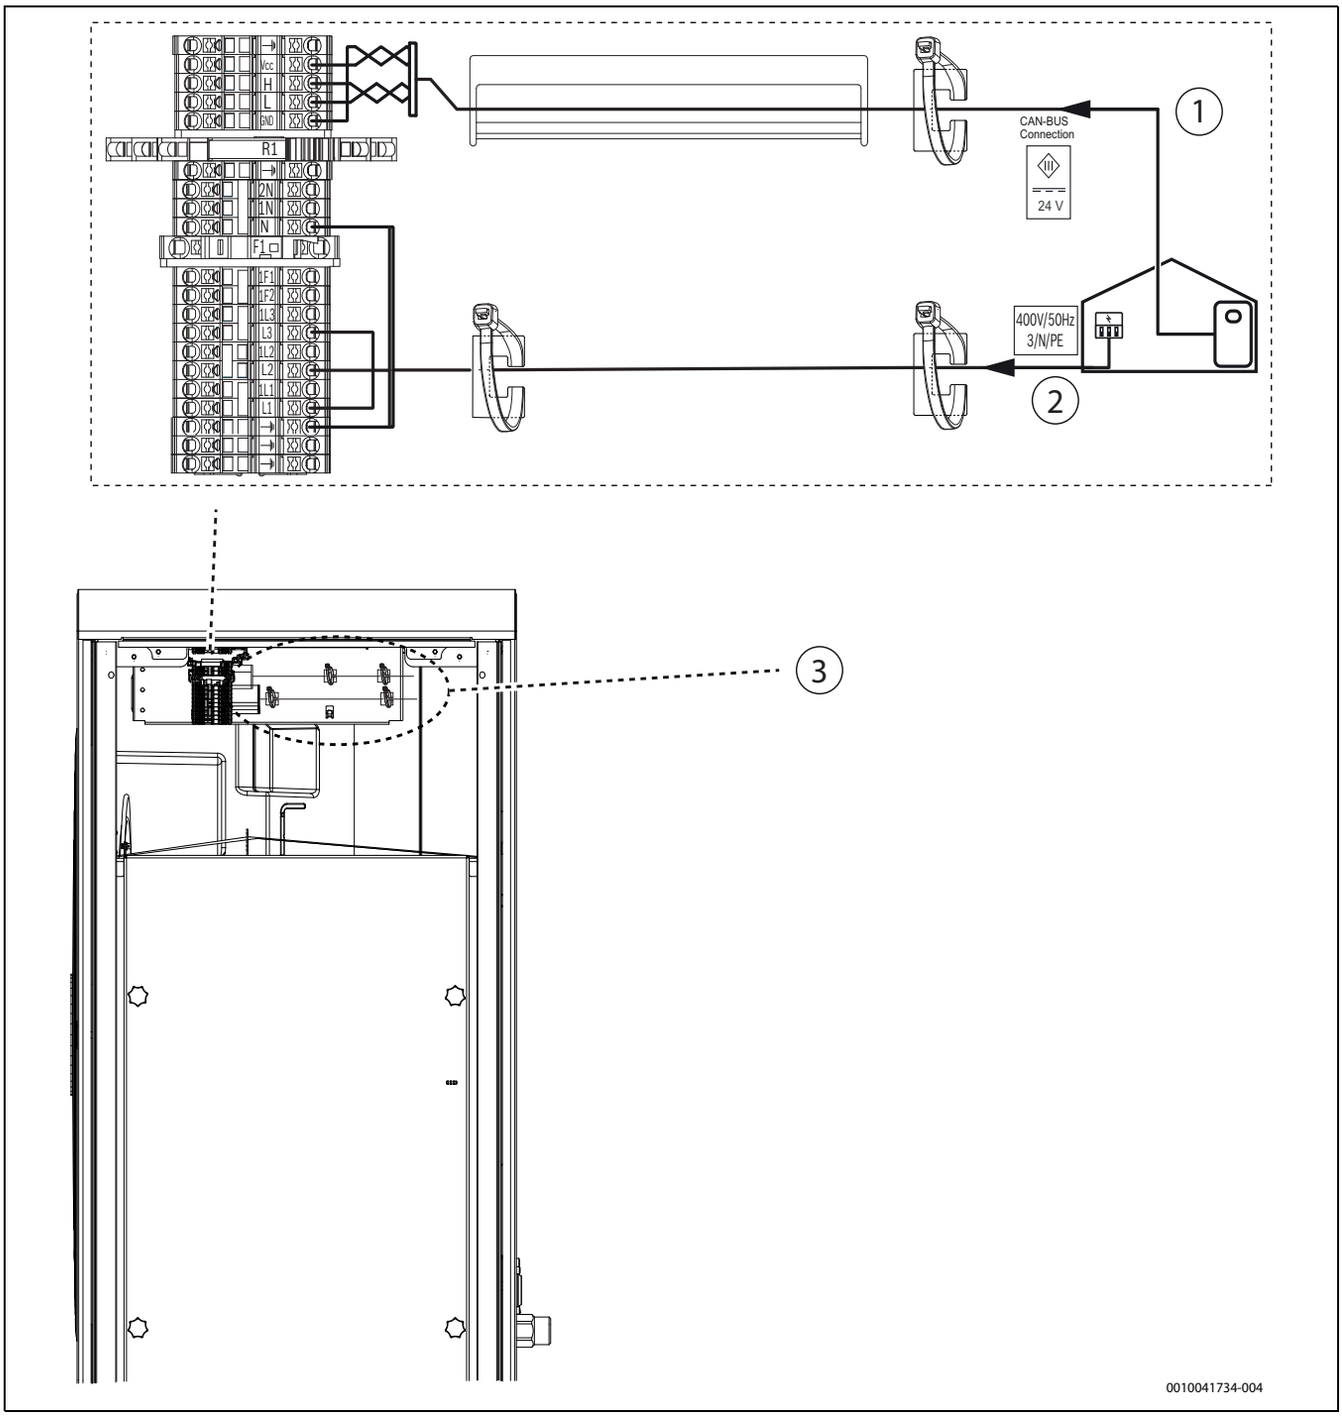

Bild 42 Anschlussklemmen am Installationsanschlussbereich
- ▶ Kabel entsprechend Bild 42 anschließen.